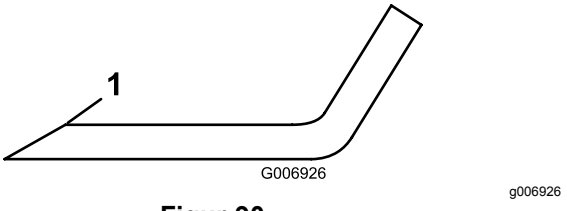

Figur 90
5. Kontrollera samtliga knivars skäreggar. Slipa knivseggarna om de är slöa eller hackiga. Slipa endast skäreggens översta del och behåll den ursprungliga skärvinkeln för bästa skärpa (Figur 90).